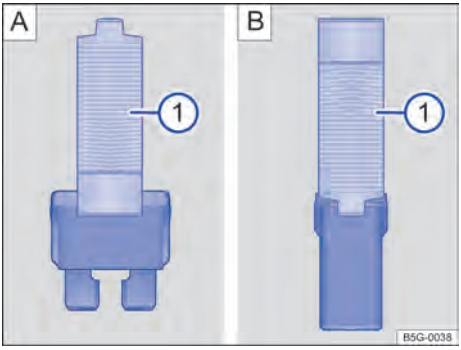

Fig. 149 Retirar ou colocar o fusível com a pinça de plástico: A: fusível plano, B: fusível de bloqueio.
- Se necessário, retirar a pinça de plástico → Fig. 149 1 da cobertura da caixa de fusíveis.
- De acordo com a versão do fusível, colocar as garras adequadas do alicate plástico → Fig. 149 A 1 ou → Fig. 149 B 1 lateralmente no fusível.